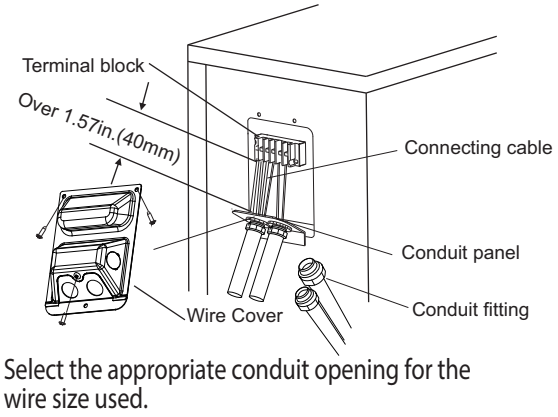

Fig. 29 —Field Wiring
5. Connect the conduit to conduit panel (see Fig.29).